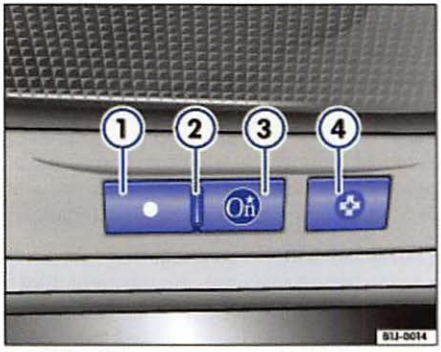

Fig. 10 DOT button
– Press the OnStar DOT button ⇒ fig. 10 (1), OnStar response **<Ready>**.